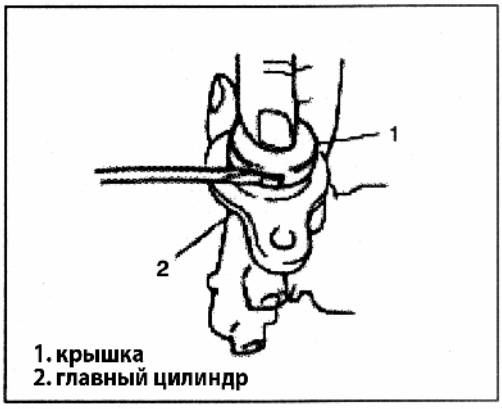

Рис. 691
3) Вставьте отвертку между каждой защелкой крышки и снимите крышку (Рис. 691). Удерживайте крышку, поршень главного цилиндра может выпасть в данной точке.